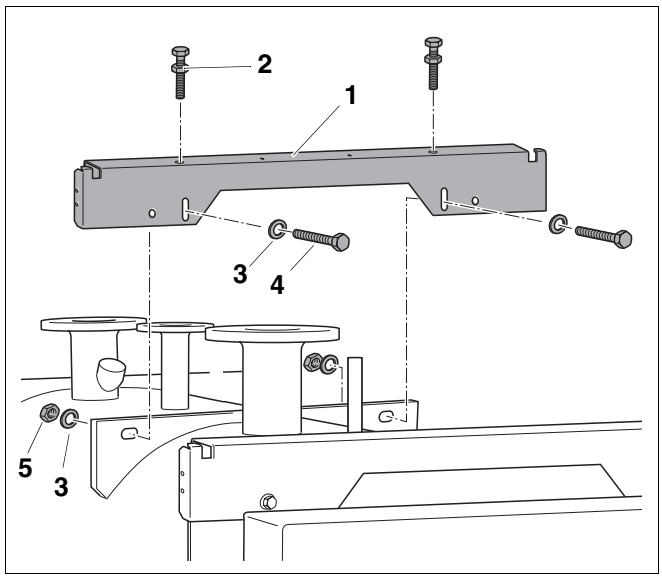

Rys. 14 Montaż środkowego profilu poprzecznego
- Wkręcić śrubę regulacyjną z nakrętkami (rys. 14, **poz. 2**) w profil poprzeczny.
- Zamontować środkowy profil poprzeczny (rys. 14, **poz. 1**) na uchwycie znajdującym się na kotle przy pomocy 2 śrub (rys. 14, **poz. 4**), 4 podkładek (rys. 14, **poz. 3**) i 2 nakrętek (rys. 14, **poz. 5**). Zagięcie profilu poprzecznego musi być skierowane do tyłu. Dokręcić nakrętki z luzem, aby umożliwić późniejsze wyrównanie przy pomocy śruby regulacyjnej.